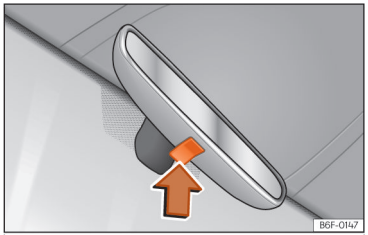

**Fig. 110** Manual anti-dazzle function for rear vision mirror
- To darken the rear view mirror, press the mirror button updates ››› Fig. 110 (arrow).